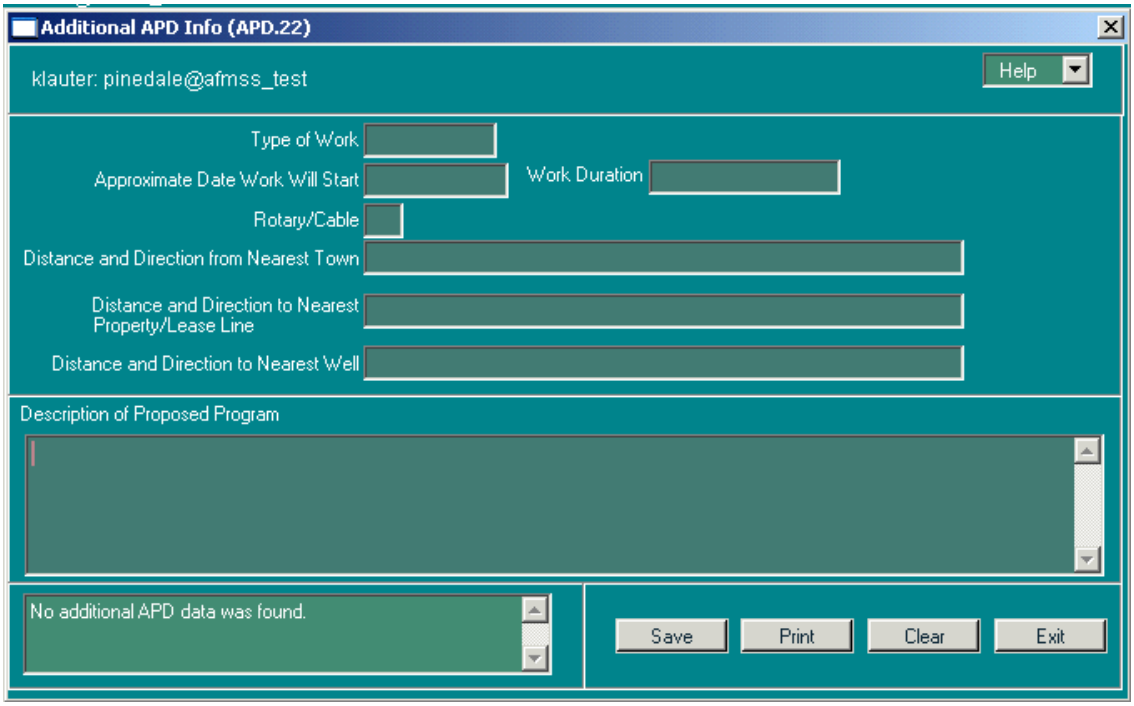

Figure 3-26: Additional APD Info (APD.22) Window
58. Click **APD Info** to launch the *Additional APD Info (APD.22)* window (Figure 3-26) for review of any additional information regarding the APD for this well. This option is only available if the well record was submitted electronically.